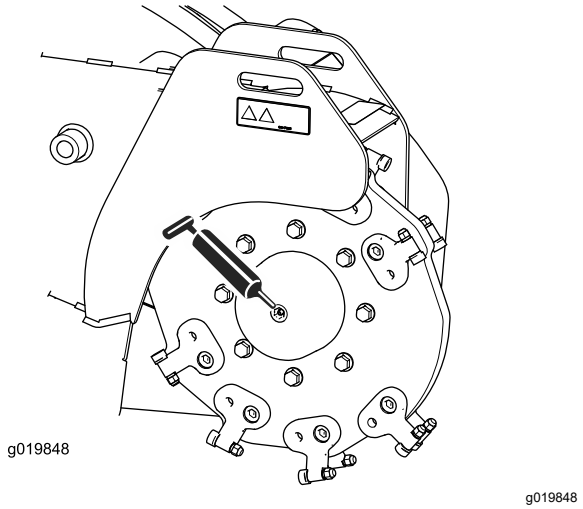
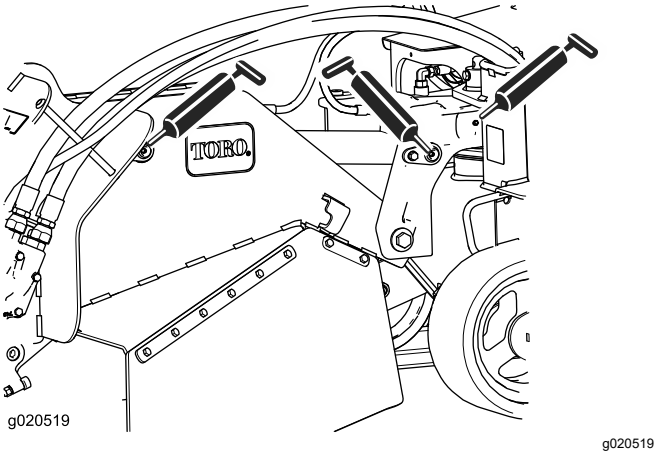

Figur 26
Figur 28
4. Sätt en smörjpistol på varje nippel (Figur 26 till Figur 28).